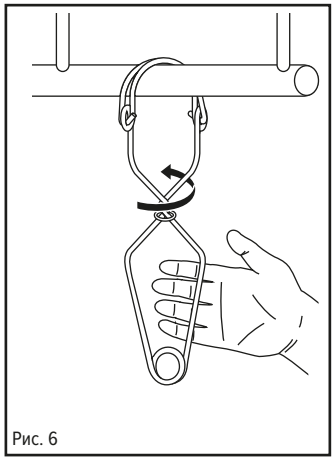

Рис. 6
- Освободить рукоятку, поворачивая одновременно карабин (рис. 6).